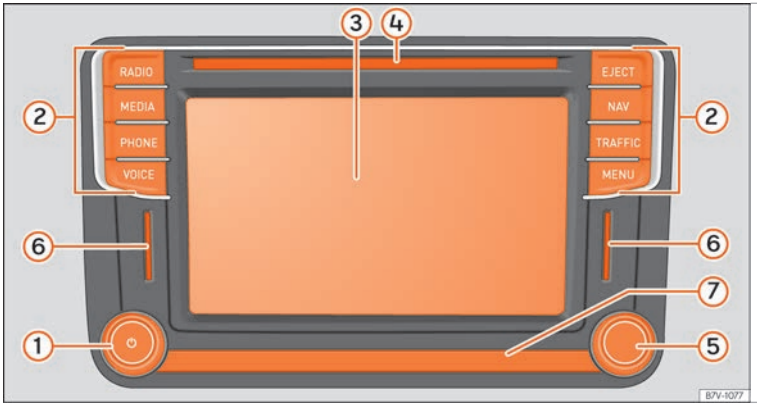

Fig. 203 Overview of the controls The infotainment system is available in different versions that may have different titles and functions of some buttons
››› Fig. 203 ③ can be used to select the different main menus.
The left-hand rotary knob ›››Fig. 203 ① is the volume control or the on/off button.
The right-hand rotary knob ›››Fig. 203 ⑤ is the setup button.
The infotainment buttons are shown in this instruction manual with the title "Infotainment button" and a symbol with a blue title, for instance, infotainment button MEDIA ›››Fig. 203 ②.
To manually switch the Infotainment system on and off, briefly *press* the rotary knob ›››Fig. 203 ①.
The Infotainment system comes equipped with a touchscreen ››› Fig. 203 ③.